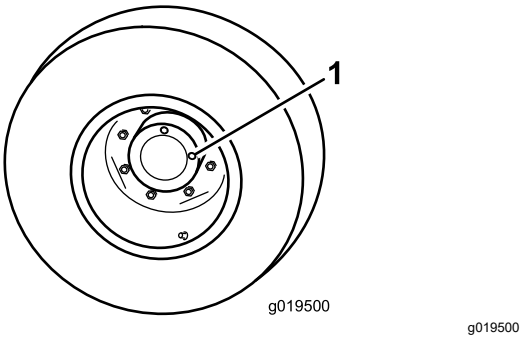

Figur 104
1. Ställ maskinen på en plan yta och placera hjulen så att en kontrollplugg är i läget klockan 12 och den andra är i läget klockan 3 (Figur 104).
1. Kontroll-/avtappningsplugg (2)
2. Ta bort pluggen som sitter i läget klockan 3 (Figur 104).